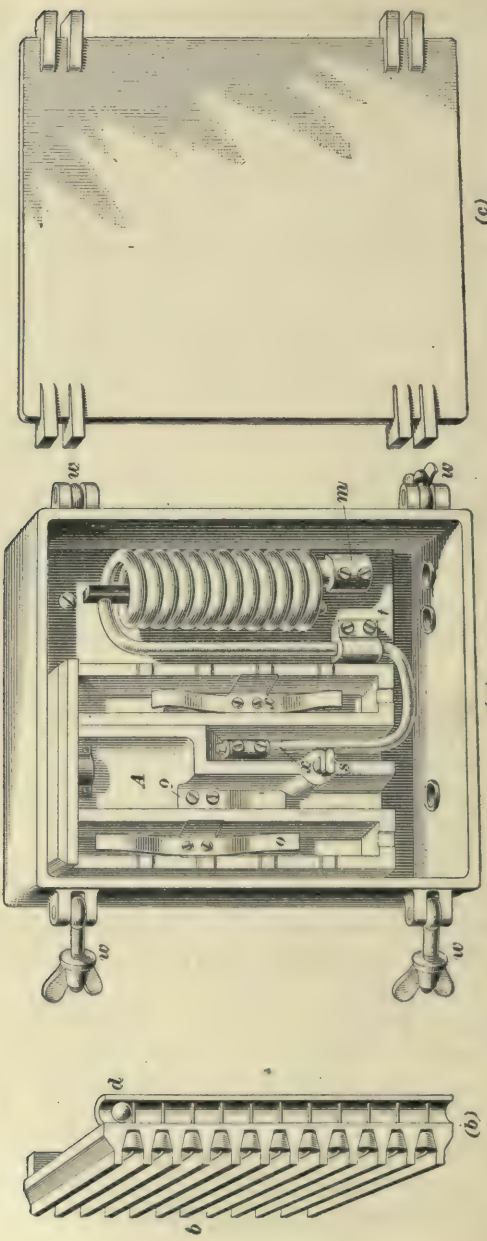
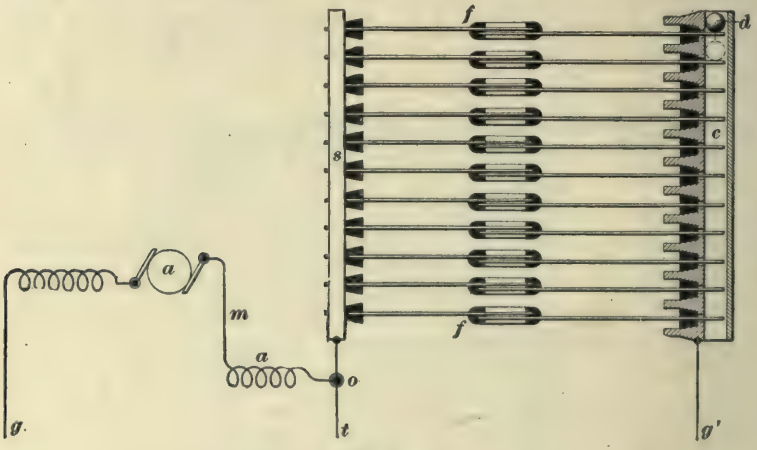

FIG. 5.
FIG. 7.
**5. Description.**—The *Ajax* is another type of arrester of which there are a great many in use. The street-car type of Ajax lightning arrester is shown in Fig. 5, where *A* is the frame proper, and *b* the rack for holding the fuses and the gravity ball; Fig. 6 shows the actual size of the fuses, of which there are eleven, and Fig. 7 is a diagrammatic sketch showing the path of the current when the arrester does its work.
This 1-inch lap of the wires seems to be surface exposure enough for the air gap, which is only .002 inch thick; the air gap is but little more than the thickness of the two coats of insulating varnish into which the exposed ends of the fuse wires are dipped. The soft rubber plugs serve to hold the fuse in the corrugated cover or rack, and the bare ends of the wires project through the cover on one side and support the carbon ball, as shown at *d*, Figs. 5 and 7. Into the back of the cover *b*, Fig. 5 (*b*), are pressed two strips of metal; one a plain flat strip, to which one end of each fuse is connected by a long clamp; the other strip is **U** shaped or hollow, and into it the remaining ends of the fuse project, but do not make contact with it, except as the carbon ball completes the connection; that is to say, when the arrester is newly filled, the
ball rests on the end of one fuse and connects it to the **U**-shaped tube, while one end of all the other fuses sticks out into the tube without touching anything. One fuse is always ready for action; as soon as a discharge takes place, the fuse burns out in the capsule, softens on the end, and lets the carbon ball down to the end of the next fuse below, thereby resetting the arrester for the next discharge. In Fig. 5 (*b*), the carbon ball *d* is shown making contact between the top fuse and the **U**-shaped strip, which, when the cover is inserted in the porcelain back of the arrester, will make metallic connection with the line terminal through the flat spring provided for that purpose in the channel at the right in the porcelain. A similar spring is in the left channel to connect the flat strip in the cover to the ground terminal. The line and ground terminals, and the springs to which they connect, are seen at *o*, *o* and *x*, *x*, respectively, in Fig. 5 (*a*). The coil of white insulated wire in the right side of the case is the kicking coil; the connecting post marked *m* takes the wire leading to the controller-trunk trolley wire; the connecting post *t* takes the trunk wire from the fuse box.
and the post *o* takes the splice from the ground wire. There are three holes in the bottom of the case provided with hard-rubber bushings through which to bring up the respective wires to their posts. The lid, to the right, Fig. 5 (*c*), is made of cast iron, and is lined with asbestos; it is secured to the case proper by means of the eyebolts *w*, provided with wing nuts. The Ajax arrester may be placed under the car seat, or it may be fastened to a baseboard and hung to a sill or platform stem under the car.
**6. Principle of Ajax Arrester.**—Fig. 7 is a diagram that will make it easier to grasp the idea as to how the Ajax
from the fuse box enters the arrester at *o*, passes through the kicking coil *a*, and passes on through the motor parts to the ground at *g*. The working current cannot take the path *s–f–d–c–g'* because there is an air gap in the capsule *f*; the current would have to jump across from one wire to the other, and it cannot do that, for 500 volts pressure is not enough to urge it across. When, however, a lightning discharge, backed up by a pressure of several thousand or several million volts, enters at *o*, it jumps the air gap between the two pieces of fuse in the capsule, rather than instantly force its way through the self-induction offered by the kicking coil *a*, and motor windings *a*. The discharge then crosses on the carbon ball *d* to tube *c*, and passes off by way of the ground wire to the ground at *g'*. If the discharge itself does not destroy the fuse wire, the current that the trolley voltage urges over after it does, and the carbon ball, being deprived of its seat, drops down to the next fuse wire, as indicated by the dotted lines in Fig. 7, thus making the arrester ready for the next discharge.
with fuses. The probabilities are that several fuses will be found to have been destroyed, although there may not have been a single clap of thunder, showing that the arrester has been working. To make the arrester inactive, it is only necessary to give the thumbscrew *s*, Fig. 5 (*a*), a quarter of a turn, and lift the whole fuse frame out.